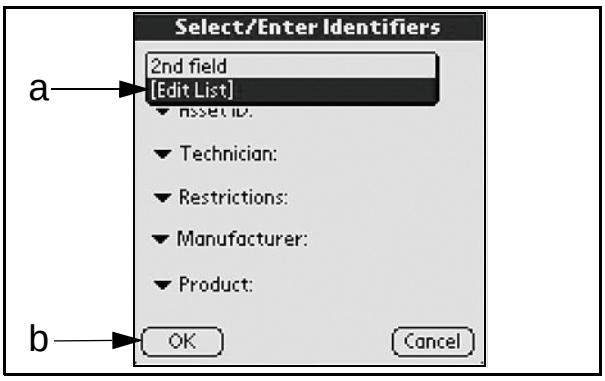
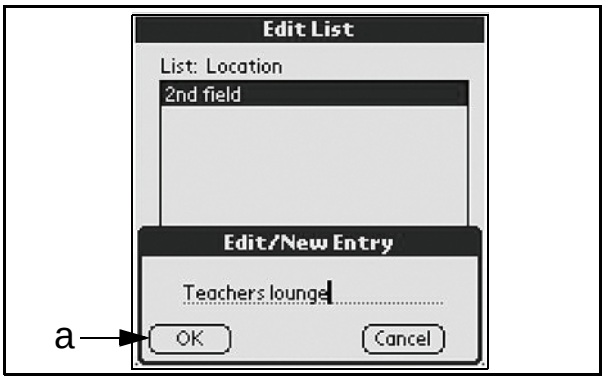
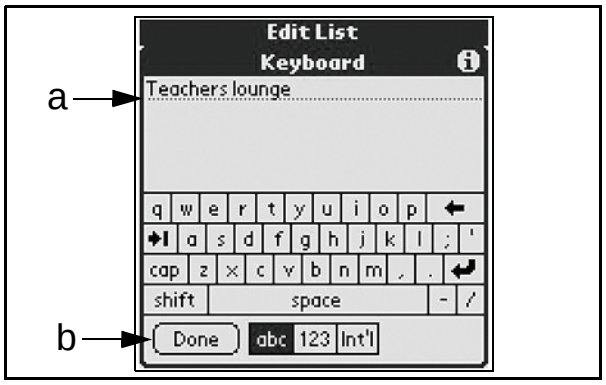

Figure 7-19 Selecting Identifier's Edit List
Figure 7-21 Edit List Sub Menu Screen
Figure 7-22 Typical Palm Pilot Keyboard Menu
When a choice is selected, [Edit List] will appear allowing the new information Field to be selected (See Figure 7-19 a).
6. On the Edit List Screen Mouse-click either (Edit) or (New) to enter changed or new Identifier information. Upon selecting either (Edit) or (New), the **Edit/New Entry** Submenu shown in Figure 7-21 will appear.
7. Use the Palm Pilot® Keyboard to enter the changed or new Identifier information into the available Field Dotted Line (See Figure 7-22 a).
8. Once the change information is entered, *Mouse*-click on Done on the Keyboard Menu (See Figure 7-22 b), OK on the **Edit/New Entry** Sub-menu (Review Figure 7-21 a) and then on OK on the **Edit List** Screen (Review Figure 7-19 b) to return to the **Accepting Log** main Menu Screen.